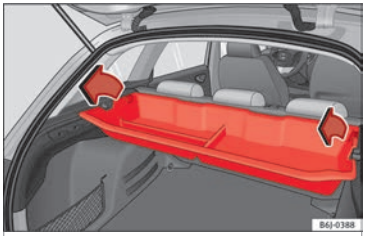

Fig. 121 Luggage compartment: removing storage compartment.
– Remove the rear shelf and pull the storage compartment upwards holding it by the edges ››› **Fig. 121**.